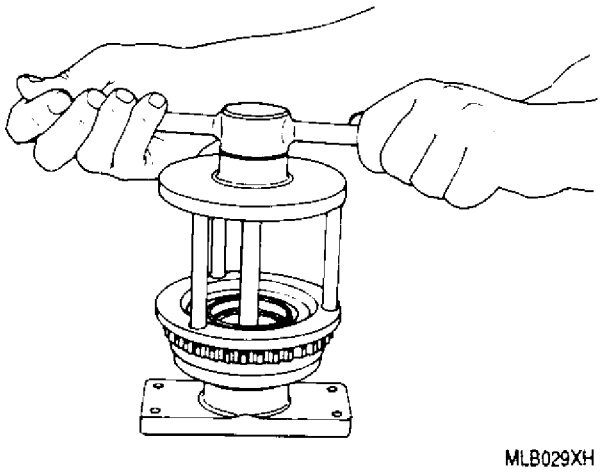

Figure 3. Compressing Coupling Springs to Remove Retaining Ring Using 6796187 Compressor
h. Using 6796187 compressor, compress spring seat (10) and seat spacer (9) or spring seat (11) and springs (12) just far enough to remove snapring (13) (figure 3).